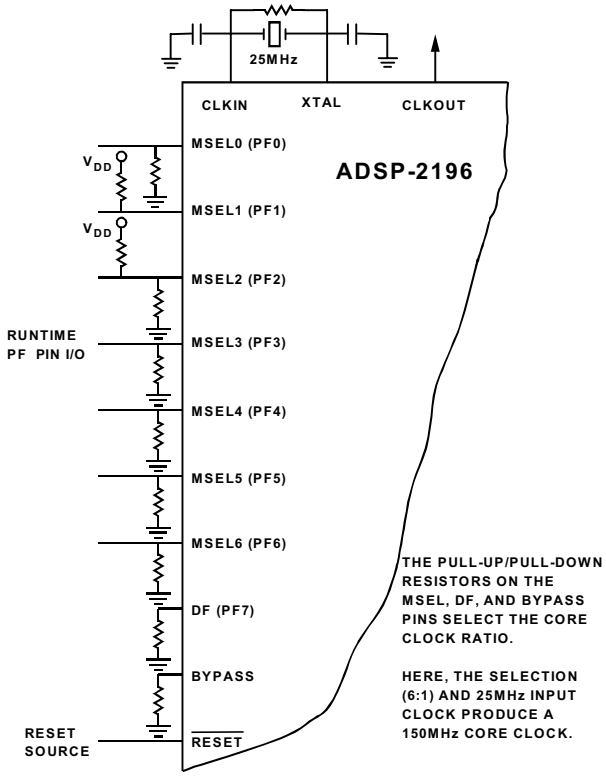

Figure 6. External Crystal Connections
The ADSP-2196 can be clocked by a crystal oscillator or a buffered, shaped clock derived from an external clock oscillator. If a crystal oscillator is used, the crystal should be connected across the CLKIN and XTAL pins, with two capacitors connected as shown in Figure 6. Capacitor values are dependent on crystal type and should be specified by the crystal manufacturer. A parallel-resonant, fundamental frequency, microprocessor-grade crystal should be used for this configuration.
The DSP provides a user-programmable 1× to 32× multiplication of the input clock, including some fractional values, to support 128 external to internal (DSP core) clock ratios. The MSEL6–0, BYPASS, and DF pins decide the PLL multiplication factor at reset. At runtime, the multiplication factor can be controlled in software. To support input clocks greater that 100 MHz, the PLL uses an additional input: the Divide Frequency (DF) pin. If the input clock is greater than 100 MHz, DF must be high. If the input clock is less than 100 MHz, DF must be low. The combination of pullup and pull-down resistors in Figure 6 set up a core clock ratio of 6:1, which produces a 150 MHz core clock from the 25 MHz input. For other clock multiplier settings, see the *ADSP-219x/2191 DSP Hardware Reference*.